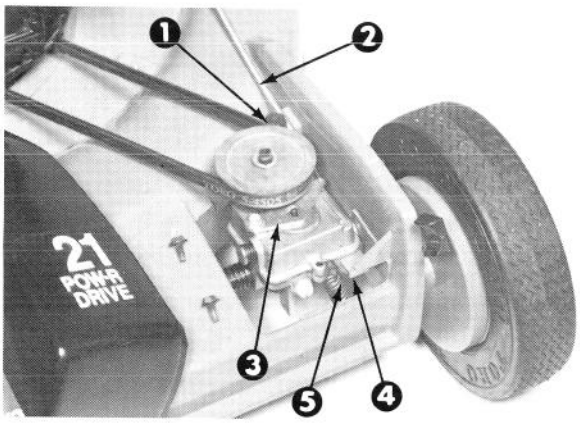

Figure 33
3. Loosen cable retaining screw until control cable is free to slide (Fig. 33).
5. Push shifter arm backward until it stops and hold shifter in place. Pull control cable and wire backward to remove all slack, and secure cable in place by tightening the cable retaining screw (Fig. 33).